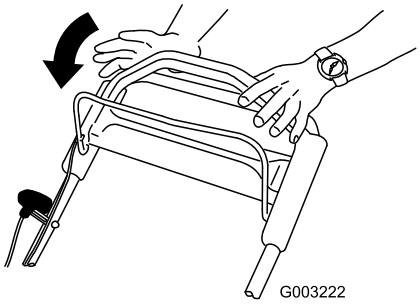

**Figuur 20**
1. Laat de bedieningsstang van het maaimes los (Figuur 20).